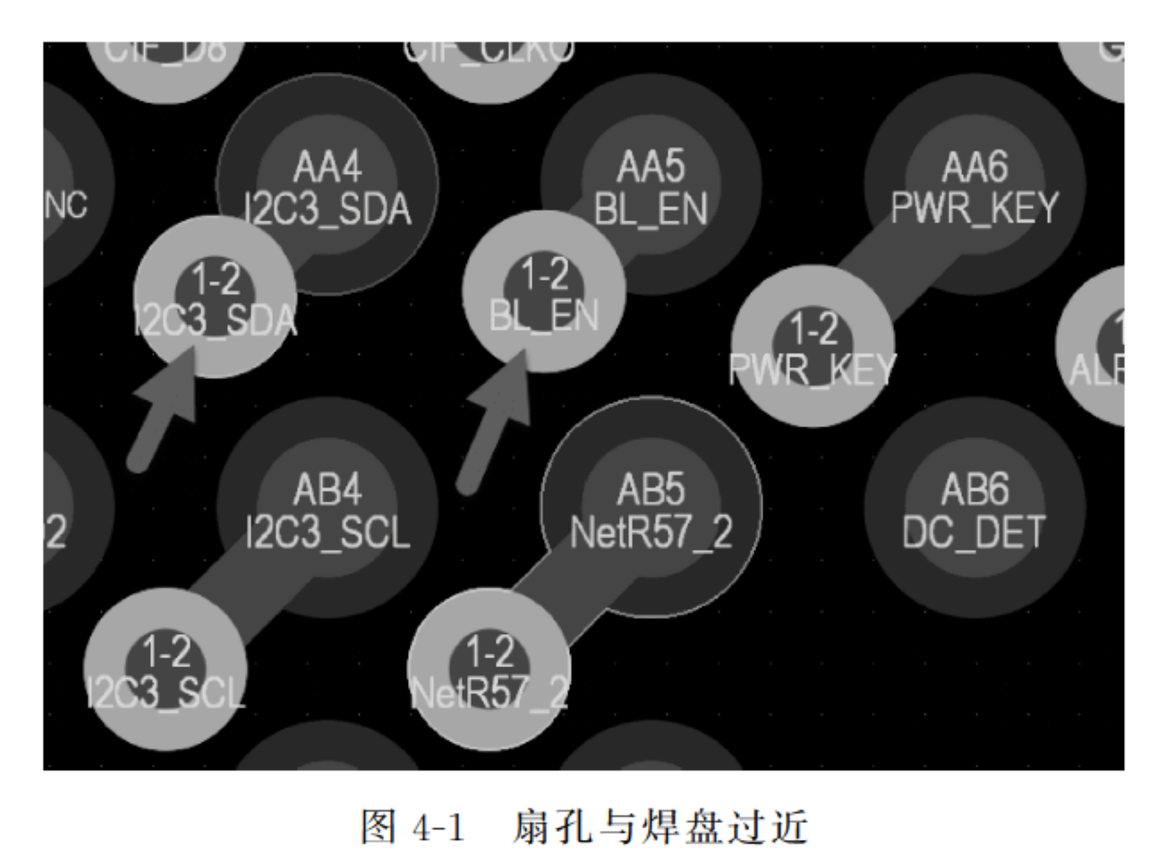

图 4-1 扇孔与焊盘过近
(1) 全通过孔内径原则上要求 0.2mm(8mil)及以上,外径 0.4mm(16mil)及以上,空间较小区域可控制外径为 0.35mm(14mil)。
(2) BGA 焊盘中心距在 0.65mm 及以上的设计,不建议使用埋盲孔,否则成本会大幅度增加。需要用到埋盲孔时一般采用一阶埋盲孔即可(Top 层-L2 层或 bottom-负 L2),过孔内径一般为 0.1mm(4mil),外径为 0.25mm(10mil)。
(3) 过孔不能放置在小于 0402 阻容的焊盘上;理论上放置在焊盘上引线电感小,但是实际生产时,锡膏容易流入过孔导致锡膏不均匀,易造成器件立起来(立碑)的现象。一般推荐过孔与焊盘间距为 4~8mil。
(4) 过孔与过孔之间的间距不宜过近,钻孔时容易引起破孔,一般要求孔间距 0.5mm 及以上,0.35~0.4mm 极力避免,0.3mm 及以下禁止。
(5) 除散热过孔外,小于 0.5mm 的过孔需要塞孔盖油(内径是 0.4mm 内的需堵孔)。
① 针对有金属外壳的器件,原则上其本体下边不打过孔;若需要打孔,则过孔必须塞孔盖油,以免使外壳与过孔接触造成短路。
② 针对 BGA 器件,板厂实际生产反馈中,会经常提到 BGA 的扇孔离焊盘过近的问题,需要移动过孔,如图 4-1 中箭头所示。由于目前 BGA 扇孔靠近焊盘是一种常态,PCB 设计人员对此不加以重视,易导致工程问题不断,对焊接质量也是一种隐患。因此,直接推荐将孔打到 4 个焊盘的中心位置,如图 4-1 中的 AA6 焊盘所示。由于 Pitch 间距较小,打孔之后也需要塞孔盖油,以免造成 V 球连锡短路。